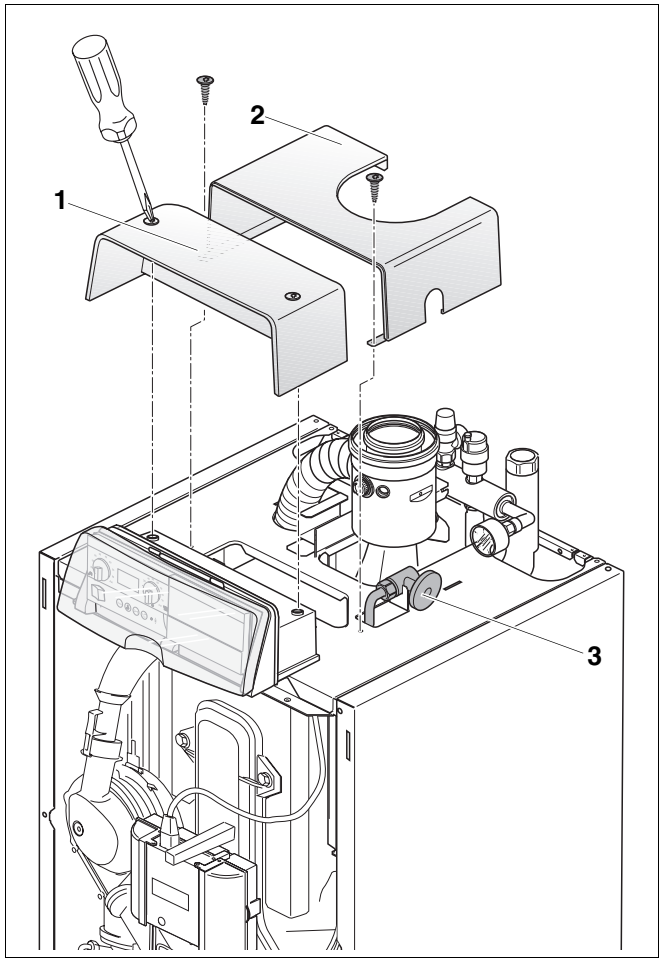

Rys. 31 Przyłączanie przewodu olejowego
Zawór odcinający oleju (rys. 31, **poz. 3**) znajduje się w górnej części kotła grzewczego.
- Poluzować 2 śruby pokrywy na sterowniku (rys. 31, **poz. 1**), a następnie zdjąć pokrywę.
- Poluzować 2 śruby pokrywy tylnej (rys. 31, **poz. 2**), a następnie zdemontować ją.
- Przyłączyć przewód olejowy, w tym celu podłączyć przewód zasilania olejowego do zaworu odcinającego paliwo (rys. 31, **poz. 3**).
- Zamontować ponownie pokrywę tylną (rys. 31, **poz. 2**).